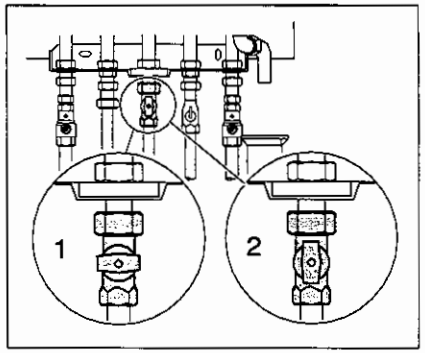

afb. 27 Gaskraan
- Sluit de gaskraan (afb. 27, **pos. 1**).
- Open de gaskraan (afb. 27, **pos. 2**).
- Sluit de gaskraan onder het toestel (afb. 27, **pos. 1**).